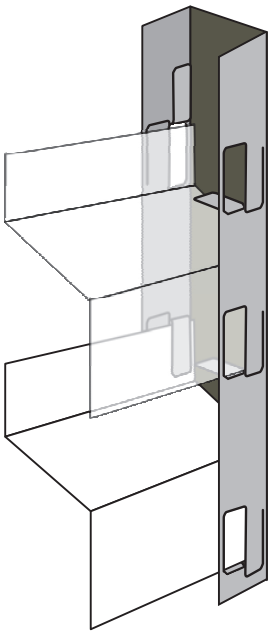

Рисунок 3
5. Следующие ламели крепим по аналогии с первой, следующей парой язычков (рис. 3).